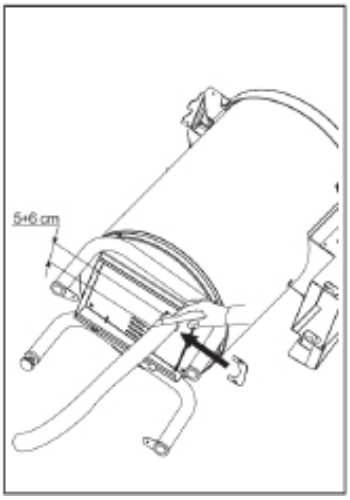

Abb. 14.
- Schneiden Sie den überstehenden Teil des Schlauches unter der Maschine ab, damit er die Bewegung des Sedimentauffangbehälters nicht behindert (Abb. 14).